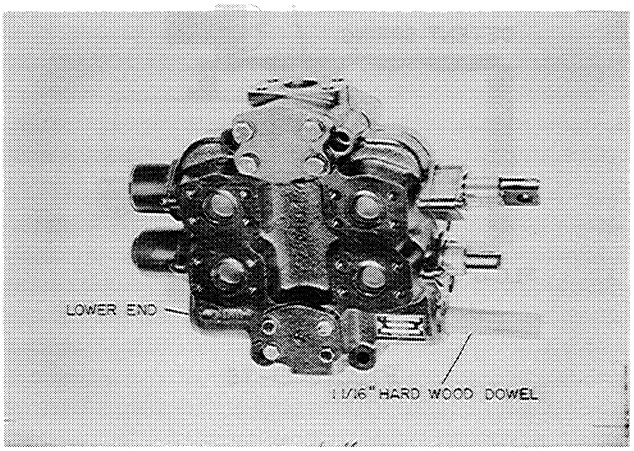

Figure D-80
2. Install the relief valve seat using a 1-3/8" hard wood dowel. Tap the seat in until seated in the valve body, Figure D-80.